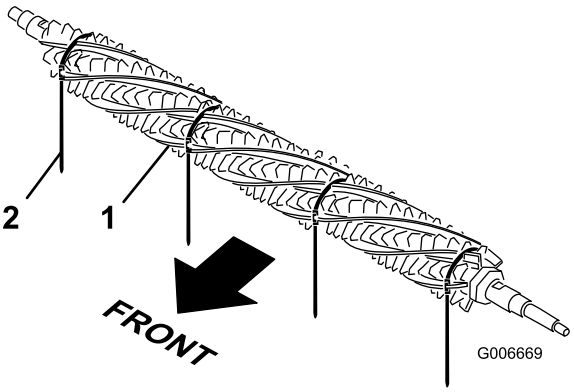

Figur 36
1. Skyv en børste inn i hvert spor rundt hele lengden til børstespolen fra den ene siden av børstespolen (Figur 36).